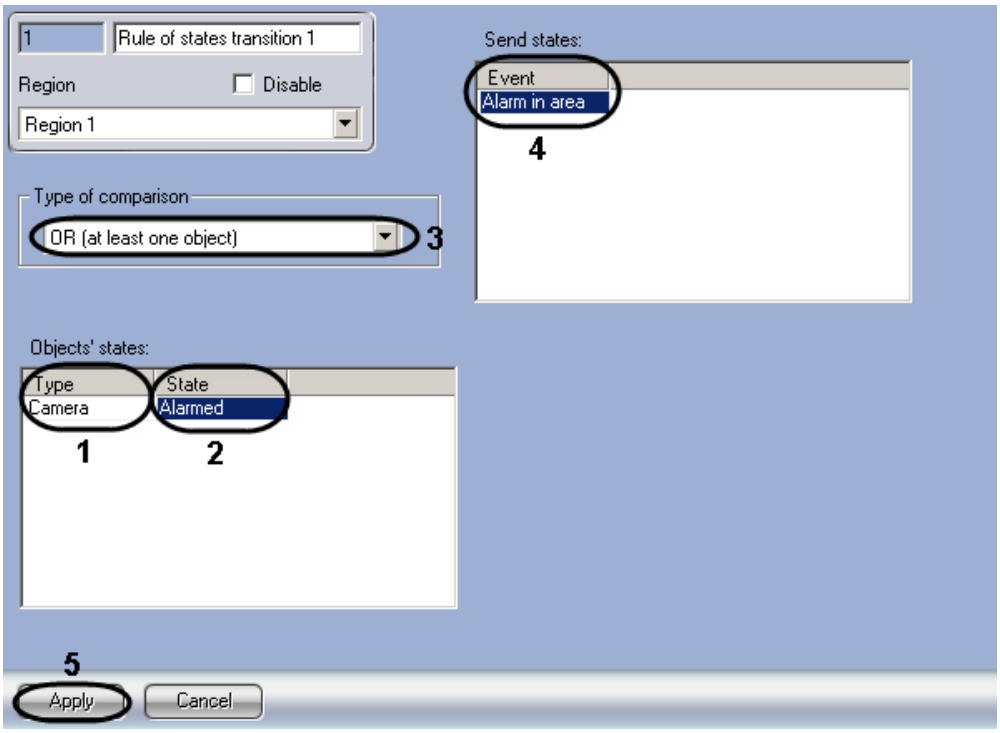

Figure 8.26-7 The settings panel of the “Rule of states transition” object
Note. As a result the settings panel for the "Rule of states transition" object appears (Figure 8.26-7).
2.1. Select the object type in the “Type” list of the “Object’s states” table (Figure 8.26-7, 1) and in the “State” list (Figure 8.26-7, 2) specify the state of this object at which the Region state is to be changed.
2.2. If the state of the “Region” is to be changed when all objects of types added to the “Object’s states” table are in these states, select the “AND (all objects)” value in the “Type of comparison” list (Figure 8.26-7, 3).
2.3. If the state of the “Region” is to be changed when at least one object of type added to the “Object’s states” table is in this state, select the “OR (at least one object)” value in the “Type of comparison” list (Figure 8.26-7, 3).
2.4. In the “Event” list of the “Send states:” table select the event generated by the “Region” object when the rule condition is met (Figure 8.26-7, 4).
2.5. To save the changes click the “Apply” button (Figure 8.26-7, 5).